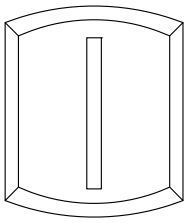

Abb. 1 Einsetzen der Sprosse
- Zum Einsetzen der Flügelsprosse **8** drücken Sie das Flügelprofil **7** auseinander (siehe Abb.1). Positionieren Sie die Flügelsprosse **8** im Flügelprofil **7**. Dann Verschrauben Sie den T-Verbinder **1** mit 2 diagonalen Senkschrauben 3,9 x 19 mm **2**.